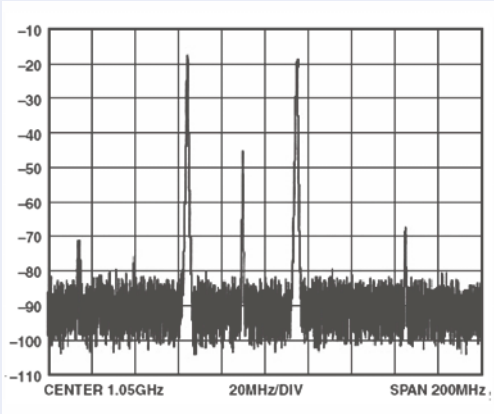

**Рис. 7. Сигнал с двумя боковыми полосами (DSB) на выходе обычного смесителя**
На рис. 7 показан график спектра сигнала шириной 200 МГц, полученного с помощью одиночного смесителя, с подавленной несущей (LO), который иллюстрирует вышеупомянутые аспекты преобразования частоты. Две боковые полосы отстоят на 50 МГц от неполностью подавленной несущей, которая располагается посередине; частота несущей 1,04 ГГц. Это 50-мегагерцовое расстояние представляет собой всего 5% при частоте 1 ГГц. Фильтрация сигнала для подавления нежелательной боковой полосы и несущей при таких условиях чрезвычайно затруднена. Если же выходная частота увеличивается до 2 ГГц, это может усложнить проблему до такой степени, что фильтрация будет неосуществима. Для преодоления этой проблемы разработчики, чтобы получить сигналы DSB (с двумя боковыми полосами) в дециметровом или сантиметровом диапазонах, обычно применяют многостадийное преобразование частоты и фильтрацию; в этом сигнале боковые полосы находятся на большем расстоянии друг от друга и от несущей, что облегчает процесс фильтрации, но значительно увеличивает сложность и стоимость системы.